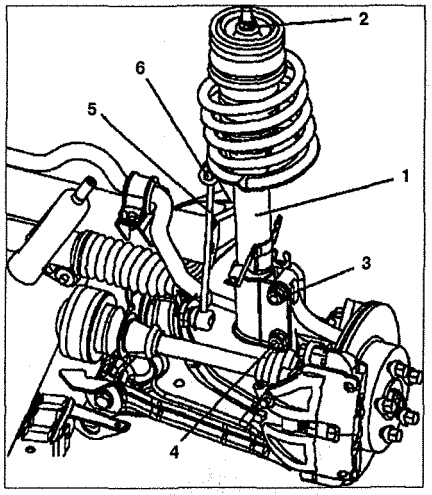

Рис. 7.1. Снятие и установка передней подвески:
2. Отсоедините тормозные трубопроводы и проводку индикатора износа тормозных колодок от амортизаторной стойки **1** (см.рис.7.1).